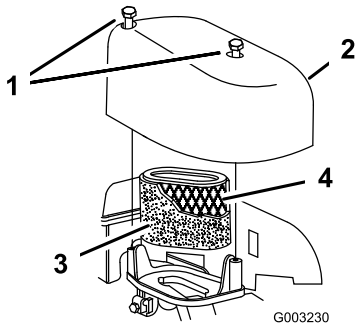

Figur 34
2. Fjern de skruer, der fastgør luftfilterdækslet (Figur 34).